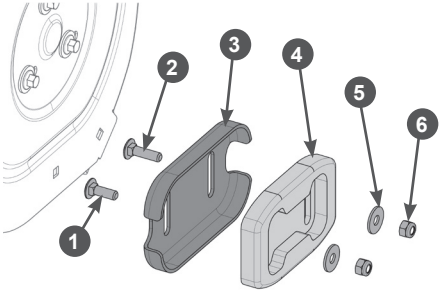

Рис. 9. Установка полозков
— Вставьте в квадратные отверстия в кожухе шнеков (изнутри кожуха) болты с полукруглой головкой М8×25 (1) и М8×30 (2) (Рис. 9). Более длинные болты М8×30 (2) используются для установки в отверстия в глубине кожуха для крепежа нижней накладки кожуха шнеков (Рис. 9). Далее, установите полозок (3 или 4), установите шайбы М8 (5) с внешней стороны полозка и закрутите гайки М8 (6) самостопорящиеся с неметаллической втулкой, не затягивая их (Рис. 9).